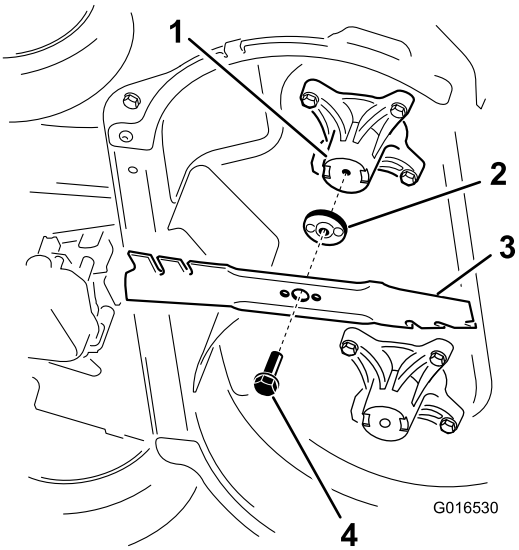

Figur 39
2. Fjern hver kniv, som vist i Figur 39.
1. Monter den første kniven så den er horisontal, sammen med all monteringsmaskinvaren, som vist i Figur 39.